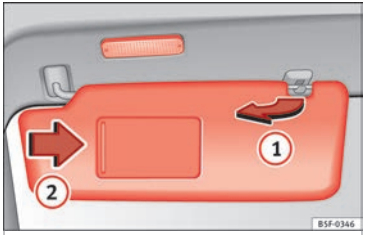

Fig. 142 Sun visor
- The sun visor can be pulled out of its mounting and turned towards the door ››› Fig. 142 (1).
There may be a vanity mirror, with a cover, on the rear of the sun visor. When the cover is opened ››› Fig. 142 (2) a light comes on.